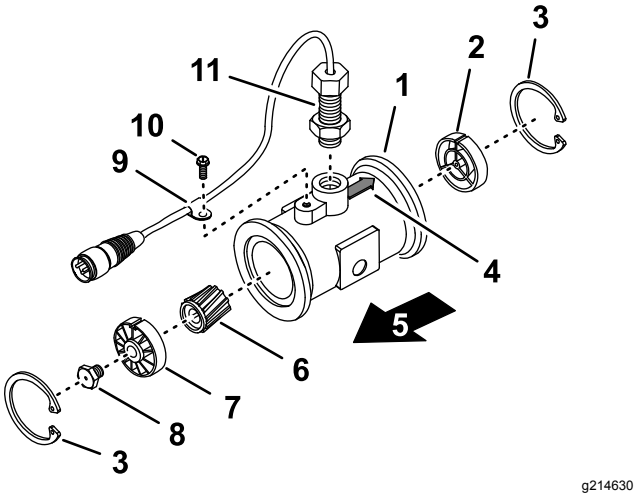

Figur 111
3. Ta av låseringen på oppstrømssiden (Figur 111).